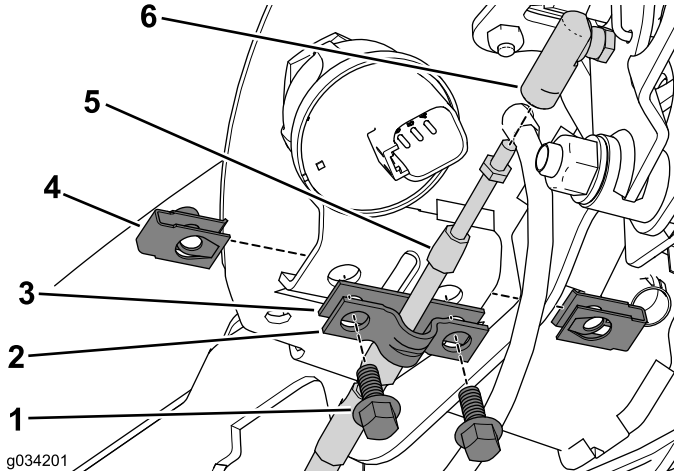

Figura 5
1. Retire los 2 pernos y la tuerca rápida que sujetan la abrazadera y el suplemento a la consola (Figura 5).
2. Aparte la abrazadera y deseche el suplemento (Figura 5).
3. Desconecte el cable de bloqueo de punto muerto del conector del cable (Figura 5).